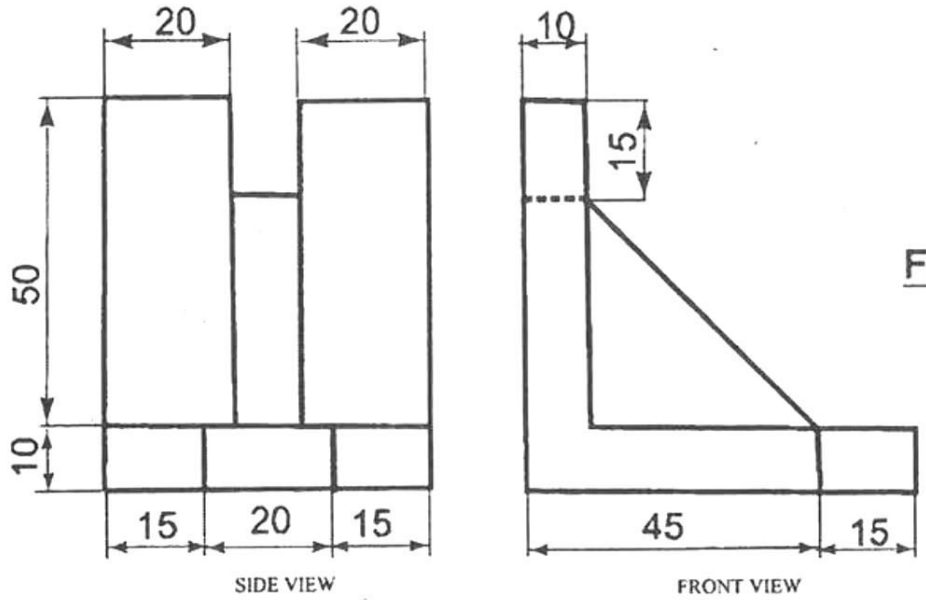

Figure 2 (شكل 2)
9. Draw the isometric view of the machine part given in figure 2.